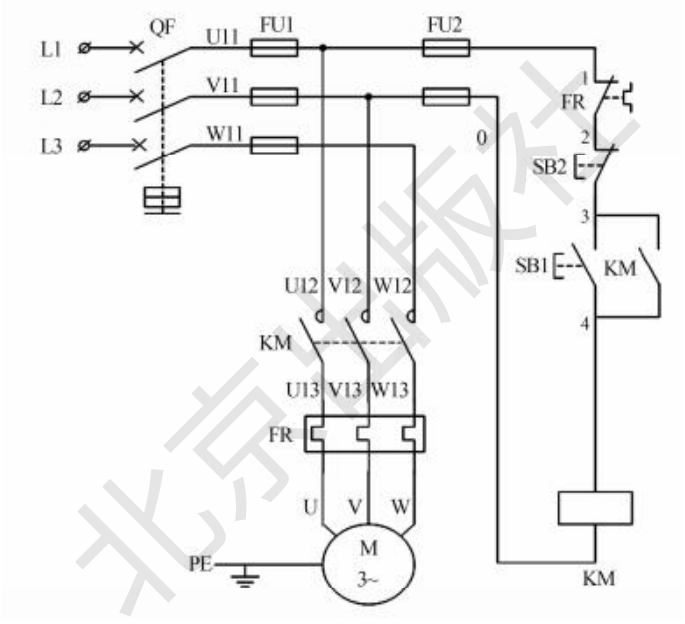

图 1－27　主轴电动机故障检修示例图
①控制电路故障分析与检修：对于控制电路的故障，要首先确定控制电路是否有电。方法是：在合上 QF 的情况下，将万用表打至“交流电压 500 V”挡，测量熔断器 FU2 下端，即图 1－27 所示 0－1 两点间的电压。